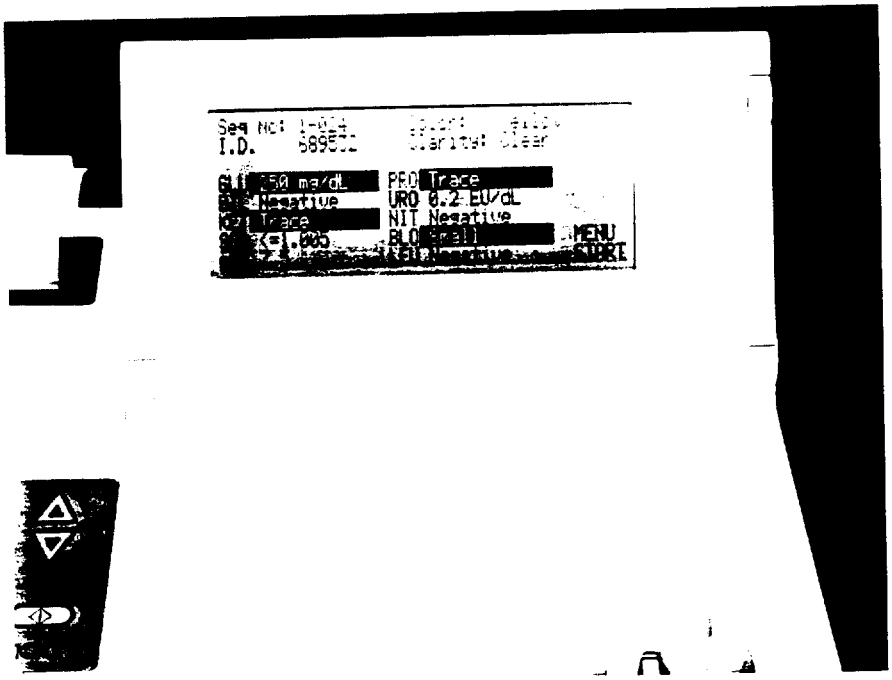

Figure 4-3
10. Once all results are displayed, including entry of the specimen ID, color, and clarity if these options were selected, they will be printed by the internal and/or external printer (depending upon the parameters selected in the Instrument Setup Routine). While results are being printed, the keyboard is locked. Once printing is complete, however, the display of results will also list the active keys of "MENU" and "START" (Figure 4-3). Refer to Figure 4-4 for an example of the internal printout with abnormal results flagged.